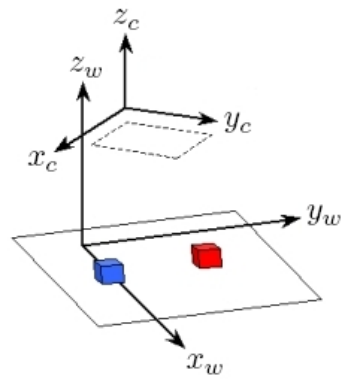

Figure 6.1: Arrangement of the world and camera frames.
a different way than given in the textbook. Instead, our setup looks like Figure 6.1 in this lab manual.
5. θ is the angle of rotation between the world frame and the camera frame. Please refer to section C.3 of this lab manual for an explanation of why we need only one angle to define this rotation instead of two as described in the textbook. Calculating this angle isn't difficult, but it is sometimes difficult to visualize. Place two blocks on the table in view of the camera and arranged in a line parallel to the world y axis as shown in Figure 6.1. Figure 6.2 gives an overhead view of the blocks with a hypothetical cutout representing the image captured by the camera. Because the camera's x and y axes are not quite parallel to the world x and y axes, the blocks appear in a diagonal line in the image. Using the centroids of the two blocks and simple trigonometric fuctions, compute the angle of this diagonal line and use it to find θ, the angle of rotation between the world and camera frames.